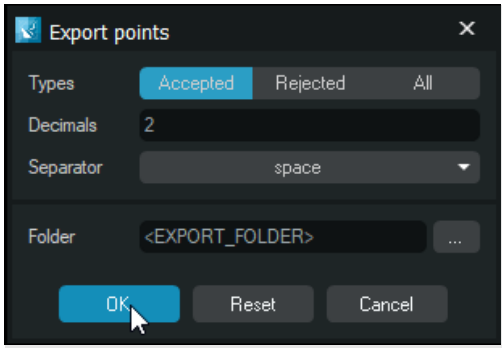

Figure 25 Discovery Powered by NaviSuite – Export points
The following statuses can be seen in the information field, (3) in figure 25.